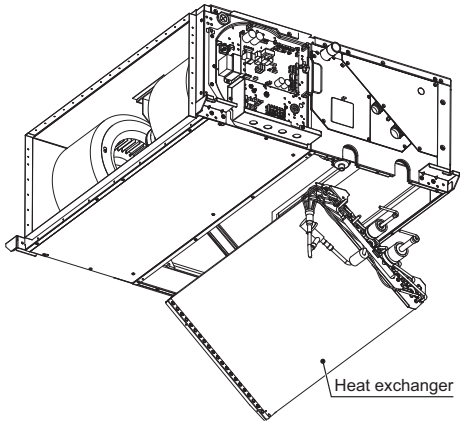

Fig.2
5. Removing the heat exchanger (Fig.2)